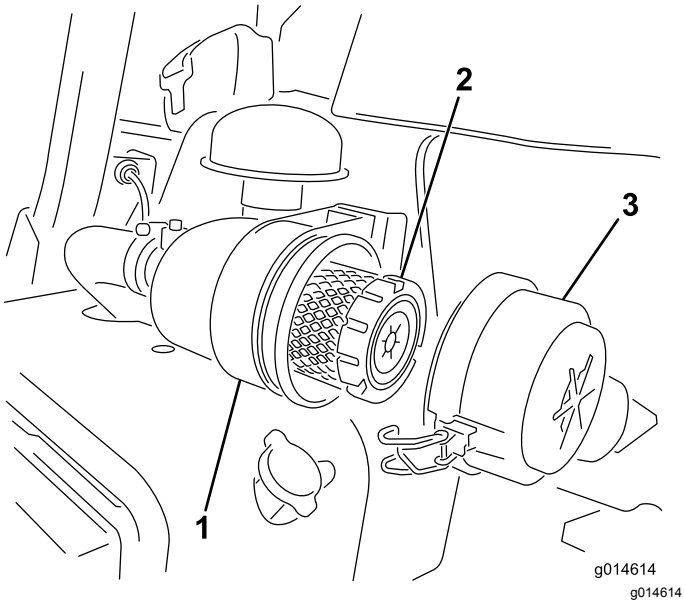

Rysunek 23
1. Zwolnij zaczepy mocujące pokrywę filtra powietrza do obudowy filtra powietrza (Rysunek 23).
7. Zamocuj za pomocą zaczepów (Rysunek 23).